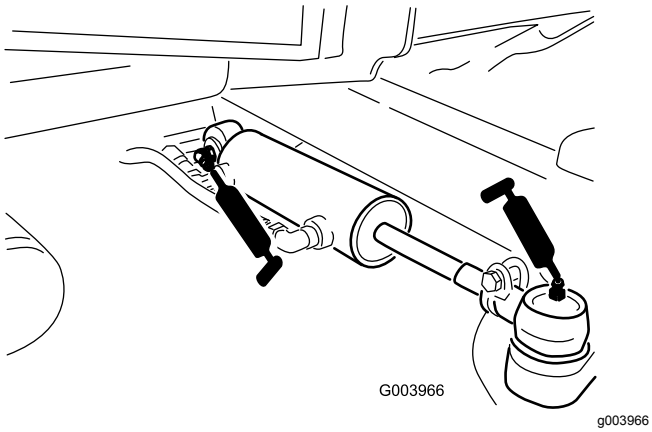

**Figur 50**
- Styresylinderens kuleledd (2) (Figur 50)